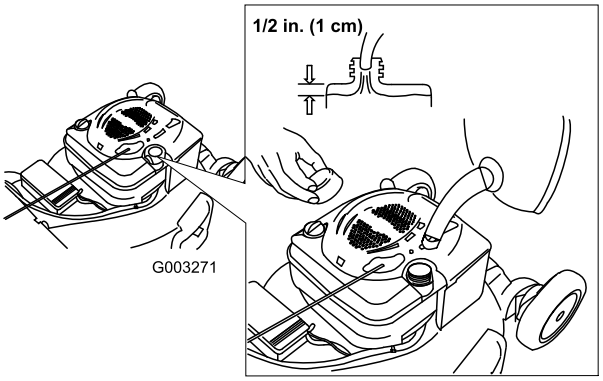

Figur 9
1. Rengör omkring tanklocket och avlägsna locket från tanken (Figur 9).